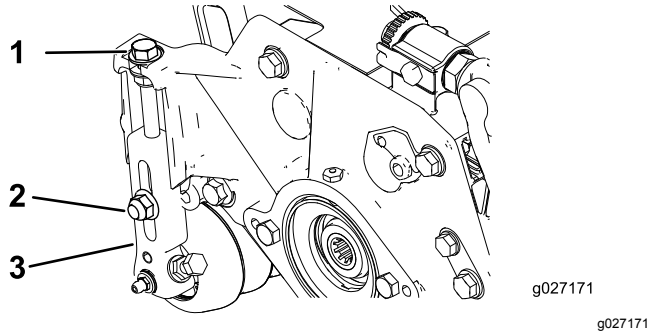

Figure 15
1. Desserrez les contre-écrous qui fixent les bras de hauteur de coupe aux plaques latérales du plateau de coupe (Figure 15).